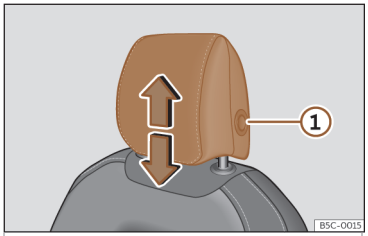
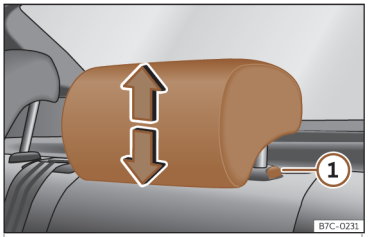

Abb. 103 Vordersitz: Kopfstützeneinstellung.
Abb. 104 Kopfstützen hinten: Kopfstützeneinstellung.
- Fassen Sie die Kopfstütze seitlich mit beiden Händen und schieben Sie sie nach oben bis sie in der gewünschten Position einrastet. Zum Absenken gehen Sie auf der gleiche Weise vor und drücken Sie gleichzeitig die seitliche Taste ① »» **Abb. 103** »» **Abb. 104** .
- Seitliche Taste drücken »» **Abb. 103** ① und Kopfstütze herausziehen.